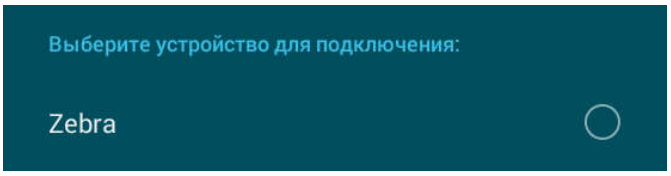

Рисунок 2.37
2.3.7.5.5 По завершении поиска выбрать из списка устройство, кликнув на него (рисунок 2.37).